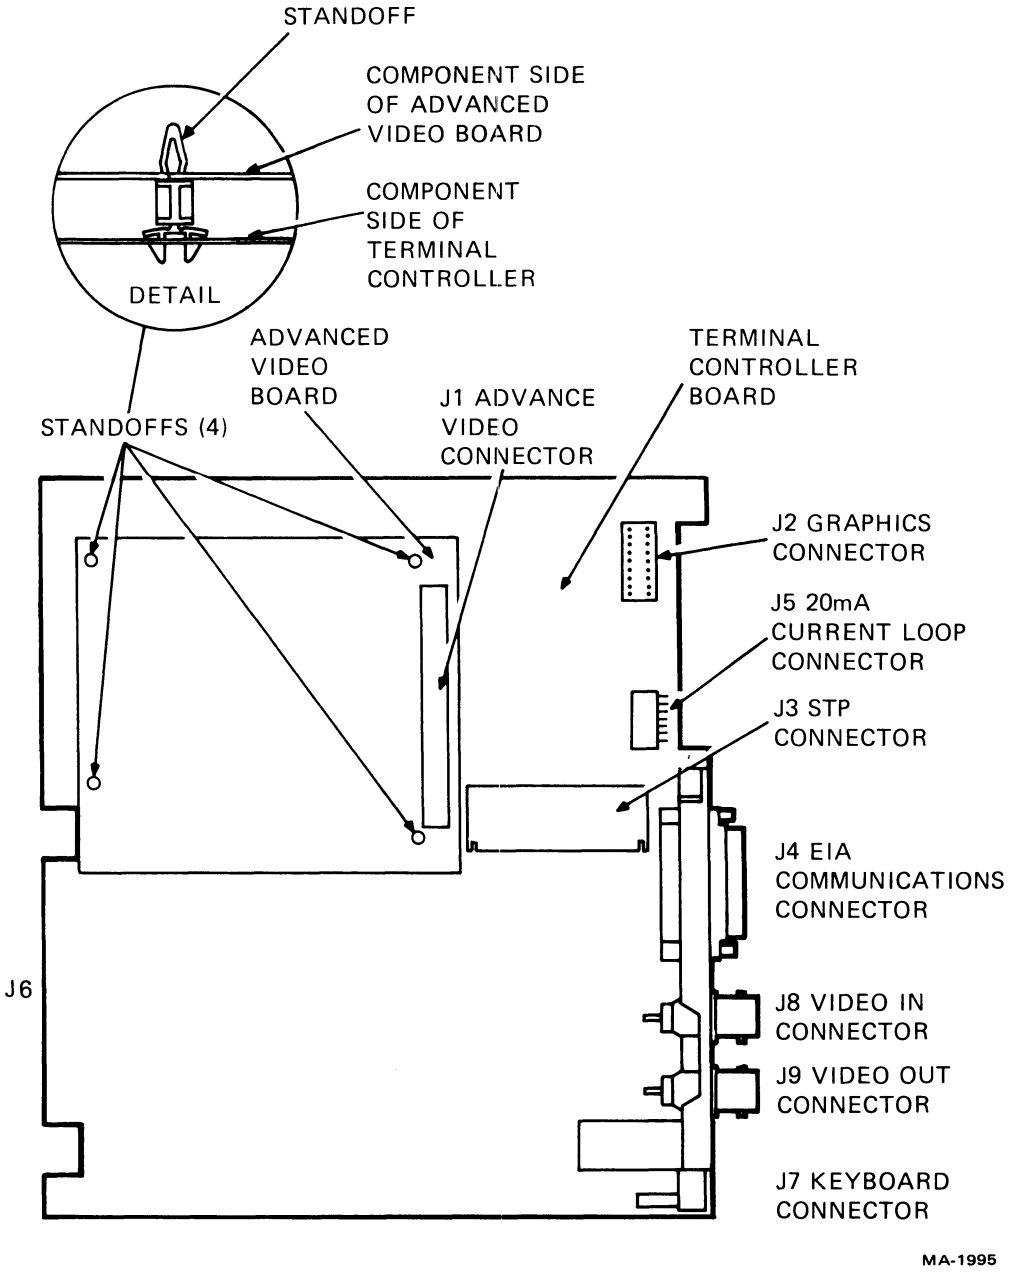

Figure 6-9 Advanced Video Option Installation
4. Locate the four mounting holes drilled in the terminal controller board; mount a standoff in each. (Figure 6-9).
4. Connect P5 to J5 on the terminal controller board (Figure 6-9).